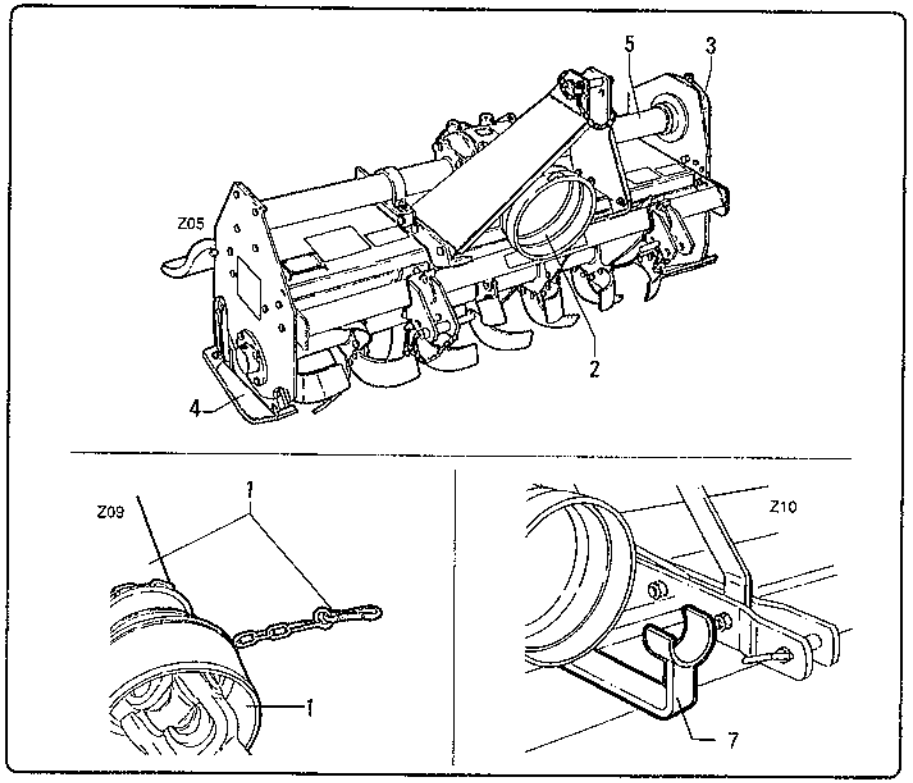

fig. 1.4.1
- **Legenda dispositivi di sicurezza (fig. 1.4.1)**